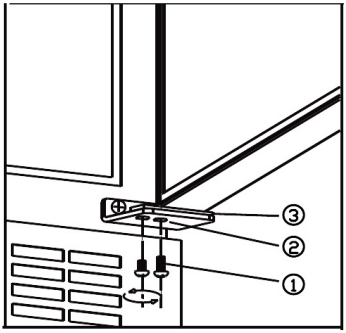

fig. 6.1
- Afmonter skruerne (1) STØT DØREN! Se fig. 6.1